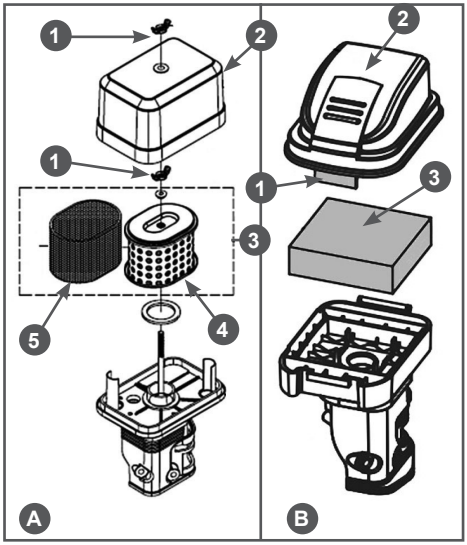

Рис. 10 Обслуживание воздушного фильтра G201HK, G210HK, G210HT
1. Открутите барашковую гайку (отогните фиксатор крышки воздушного фильтра) (Рис. 10 п. 1) и снимите крышку воздушного фильтра (Рис. 10 п. 2).
2. Извлеките из корпуса воздушный фильтр (Рис. 10 п. 3).
3. Проверьте целостность и чистоту воздушного фильтра. Поролоновый (предварительный) фильтрующий элемент тип «А» (Рис. 10А п. 5)
установлен на корпусе бумажного фильтрующего элемента (Рис. 10А п. 4).
4. При незначительном загрязнении промойте поролоновый фильтр (Рис. 10А п. 5 и Рис. 10В п. 3) теплым мыльным раствором и просушите. Поврежденный или сильно загрязненный поролоновый фильтр замените. 5. Воздушный фильтр тип «В» - поролоновый (Рис. 10В п. 3) смочите специальным или чистым моторным маслом, после чего отожмите излишки масла.
Бумажный фильтрующий элемент (Рис. 10А п. 4) не подлежит очистке, необходима его замена. Не продувайте бумажный фильтрующий элемент сжатым воздухом, не промывайте его в бензине и других растворителях. Эксплуатация двигателя с грязным или поврежденным воздушным фильтром, или без воздушного фильтра приведет к попаданию грязи и пыли в карбюратор и двигатель, что в свою очередь, станет причиной его быстрого износа. Двигатель в этом случае не подлежит ремонту по гарантии.